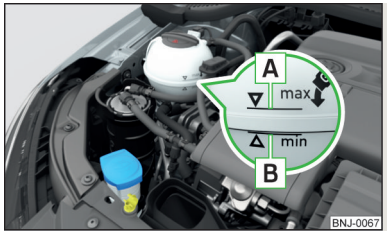

Fig. 134
La denominación del líquido refrigerante se encuentra en el depósito de compensación del líquido refrigerante » fig. 134 *de la página 155*.
- No rellene el depósito de líquido refrigerante por encima de la marca A » fig. 134 *de la página 155*.
Depósito de compensación del líquido refrigerante » fig. 134
› Compruebe el nivel de líquido refrigerante en el depósito de expansión del mismo » fig. 134.
Cuando el motor está caliente, el resultado de verificación puede ser inexacto. El nivel también puede estar sobre la marca A » fig. 134.